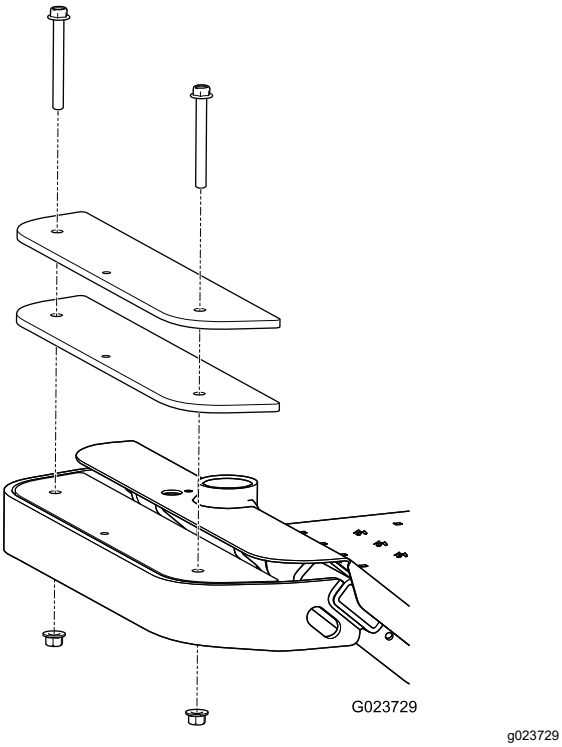

Rysunek 12
1. Odkręć 2 śruby i 2 nakrętki mocujące istniejące obciążniki z przodu maszyny (Rysunek 12).